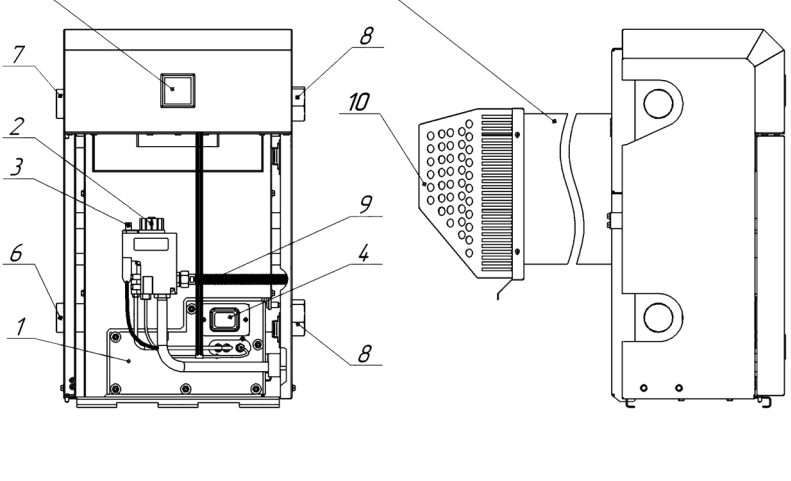

Рис. 1. Котел Direct с автоматикой EUROSIT 630
5.1. Котел представляет собой сварную конструкцию, образующую по всему периметру водяную рубашку, окаймляющую топочную камеру. В нижней части котла, в проеме топочной камеры, установлено газогорелочное устройство с органами управления. В задней части котла находится газоотводящий патрубок для удаления продуктов сгорания из топки. На задней поверхности котла расположены проушины для крепления котла к стене. На боковых стенках котла расположены патрубки для подключения отопления (см. рис. 1).